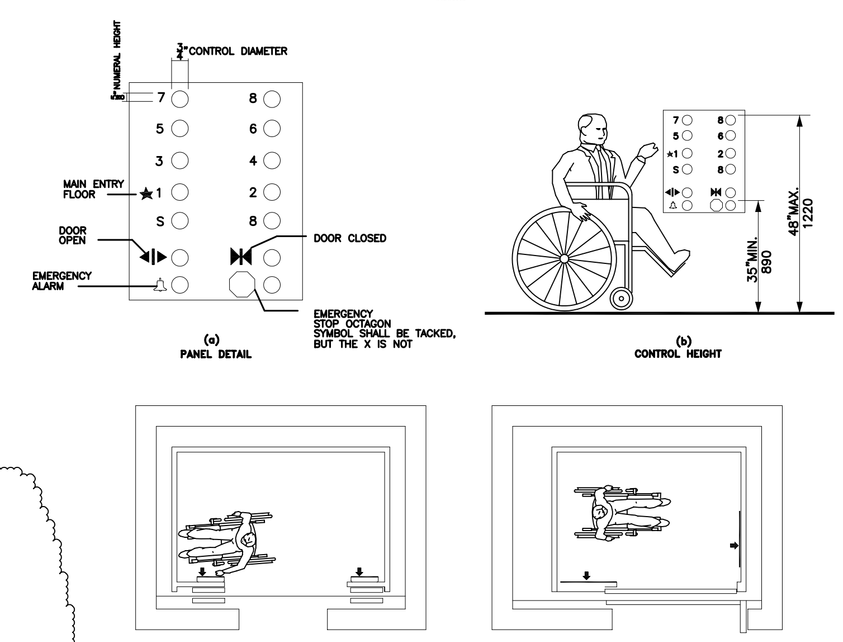

FIG. 23
(1) BUTTONS. ALL CONTROL BUTTONS SHALL BE AT LEAST 3/4" (19mm) IN THEIR SMALLEST DIMENSION. THEY SHALL BE RAISED OR FLUSH.
(2) TACTILE, BRAILLE, AND VISUAL CONTROL INDICATORS. ALL CONTROL BUTTONS SHALL BE DESIGNATED BY BRAILLE AND BY RAISED STANDARD ALPHABET CHARACTERS FOR LETTERS, ARABIC CHARACTERS FOR NUMERALS, OR STANDARD SYMBOLS AS SHOWN IN FIG. 23(a) AND AS REQUIRED IN ASME A17.1-1990. RAISED AND BRAILLE CHARACTERS AND SYMBOLS SHALL COMPLY WITH 4.30. THE CALL BUTTON FOR THE MAIN ENTRY FLOOR SHALL BE DESIGNATED BY A RAISED STAR AT THE LEFT OF THE FLOOR DESIGNATION (SEE FIG. 23(a)). ALL RAISED DESIGNATIONS FOR CONTROL BUTTONS SHALL BE PLACED IMMEDIATELY TO THE LEFT OF THE BUTTON TO WHICH THEY APPLY. APPLIED PLATES, PERMANENTLY ATTACHED, ARE AN ACCEPTABLE MEANS TO PROVIDE RAISED CONTROL DESIGNATIONS. FLOOR BUTTONS SHALL BE PROVIDED WITH VISUAL INDICATORS TO SHOW WHEN EACH CALL IS REGISTERED. THE VISUAL INDICATORS SHALL BE EXTINGUISHED WHEN EACH CALL IS ANSWERED.
(3) HEIGHT. ALL FLOOR BUTTONS SHALL BE NO HIGHER THAN 54" (1370mm) ABOVE THE FINISH FLOOR FOR SIDE APPROACH AND 48" (1220mm) FOR FRONT APPROACH. EMERGENCY CONTROLS, INCLUDING THE EMERGENCY ALARM AND EMERGENCY STOP, SHALL BE GROUPED AT THE BOTTOM OF THE PANEL AND SHALL HAVE THEIR CENTERLINES NO LESS THAN 35" (890mm) ABOVE THE FINISH FLOOR (SEE FIG. 23(a) & (b)).
(4) LOCATION. CONTROLS SHALL BE LOCATED ON A FRONT WALL IF CARS HAVE CENTER OPENING DOORS, AND AT THE SIDE WALL OR AT THE FRONT WALL NEXT TO THE DOOR IF CARS HAVE SIDE OPENING DOORS (SEE FIG. 23(c) & (d)).